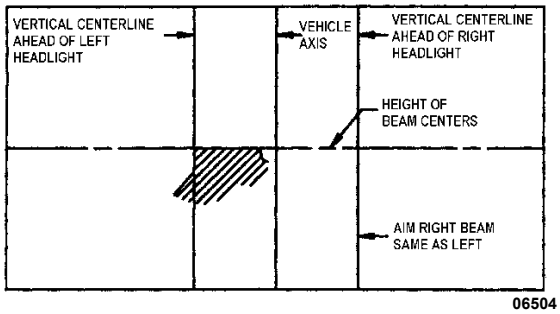

FIGURE 88: LOWER BEAM HIGH-INTENSITY ZONE PROPER LOCATION ON SCREEN
5. Low beam headlamps are aimed so that the top edge (the cutoff) of the high-intensity zone is at the vertical location as per Table 1 and the left edge of the high-intensity zone is at the vertical centerline of the headlamp (Figure 88).